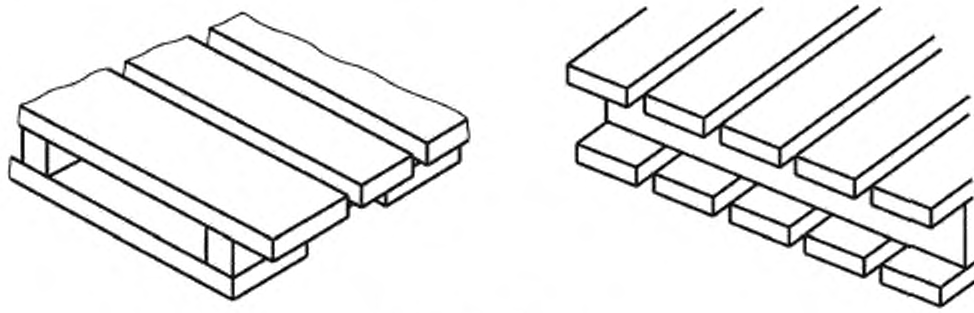

Рисунок 39 — Выступы
6.2.1 **выступ поддона:** Часть настила или настилов, выступающая за продольные брусья поддона или шашки, предназначенная для заведения захвата при поднятии поддона грузовым краном (см. рисунок 39). en wing fr aile